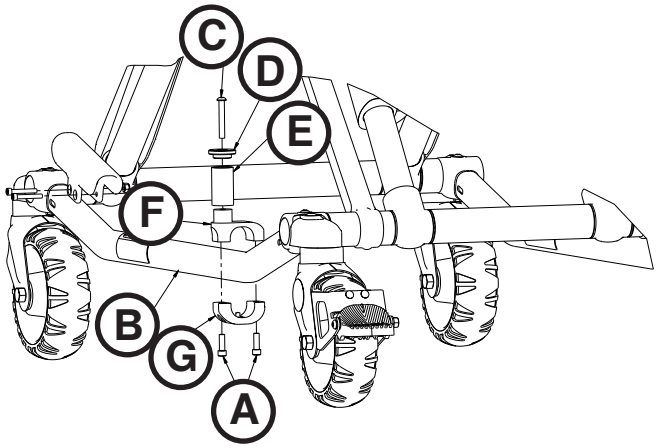

rys. 72
3. Za pomocą wkrętaka Torx T30 wykręcić dwie śruby z łbem gniazdowym (A) mocujące stary słupek ustalający nosze do rury ramy (B) (Rys. 72). Wyrzucić śruby i słupek ustalający nosze.
4. Przełożyć śrubę z łbem półkolistym (C) przez zaślepkę słupka ustalającego (D) i rurę słupka (E), a następnie przez górny wspornik (F) sworznia (Rys. 72).
5. Za pomocą klucza imbusowego 5/32 cala dokręcić całkowicie śrubę z łbem półkolistym (C), aby przymocować zaślepkę słupka ustalającego (D) i rurę słupka (E) do górnego wspornika (F) sworznia (rys. 72). Za pomocą klucza dynamometrycznego dokręcić śrubę momentem 11,3–15,8 N·m.
6. Złożyć połowy słupka ustalającego nosze tak, aby obejmowały rurę podstawy. Ustawić w jednej linii otwory we wspornikach i włożyć dwie śruby z łbem gniazdowym (A) do gwintowanych otworów dolnego wspornika sworznia (G) (rys. 72).